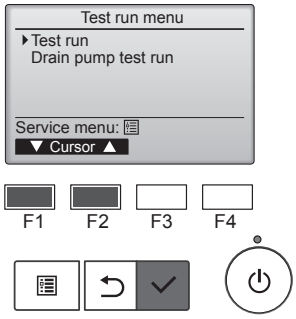

Fig. 8-2
(2) Dans le Menu test de fonctionnement, sélectionnez "Test run" (Test fonctions) puis appuyez sur la touche [CHOIX]. (Fig. 8-2)
(3) Le test fonctions démarre et l'écran Test fonctions s'affiche.